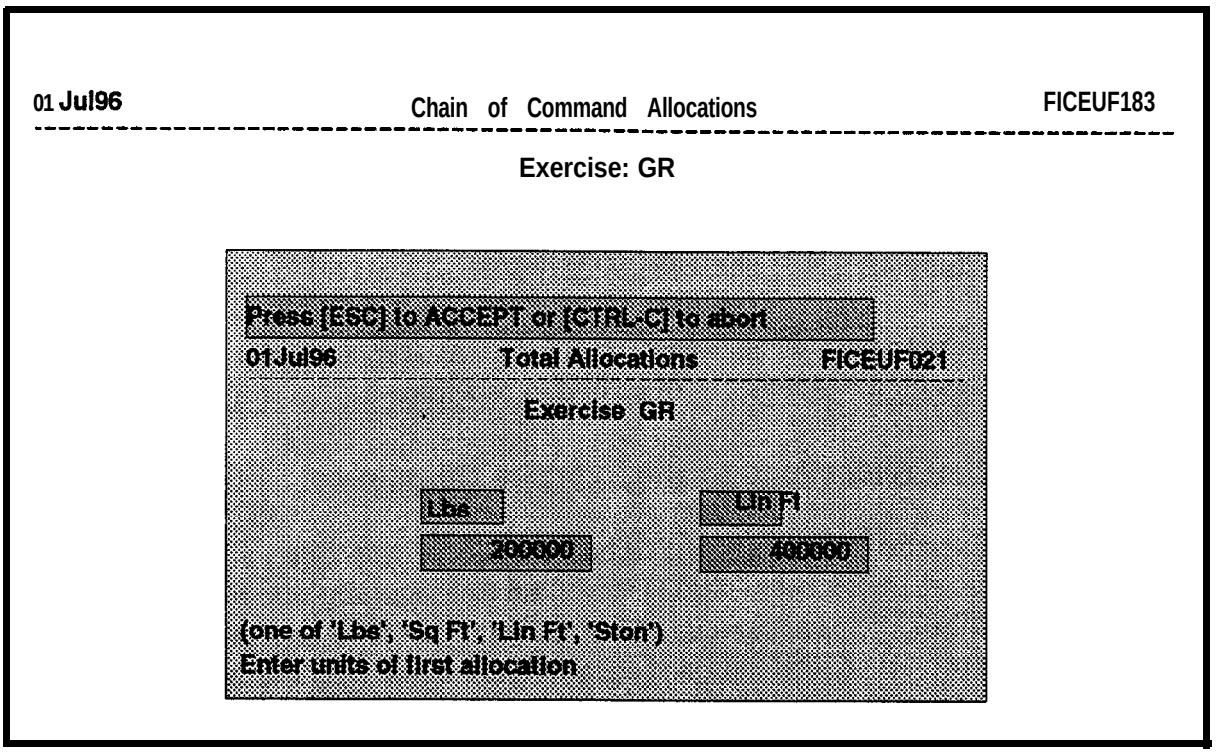

Figure 6-16. Total Allocations Window
e. Select **Allocation** from the Chain of Command menu. A **PROCESSING DATA** message will be displayed for a few moments and then the **Total** Allocations window will be displayed, as shown in Figure 6-16. The allocations that were made at the time the COC was created will be displayed. You now have an opportunity to change these allocations.